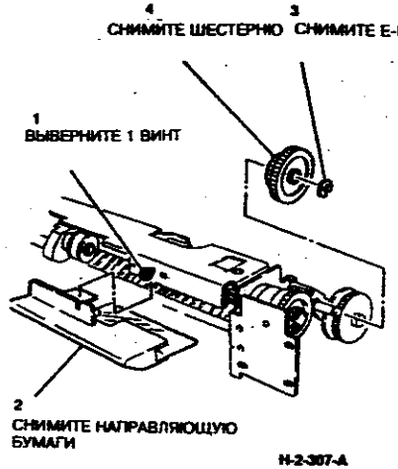

**Рисунок 1. Снятие направляющей и промежуточной шестерни**
2. (Рисунок 1) Снимите направляющую бумаги и промежуточную шестерню.